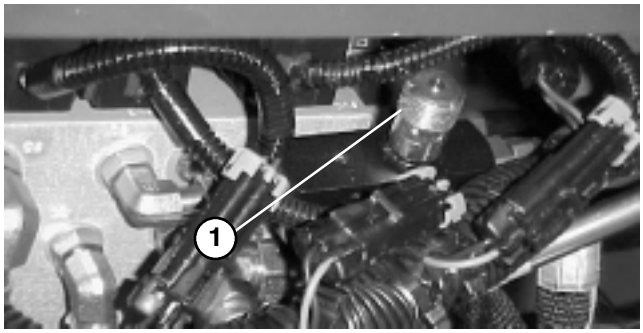

Figure 57
ADJUSTING CUTTING UNIT DROP RATE (Fig. 57 – 59)
1. Locate valve behind access panel above operator's platform (Fig. 57).